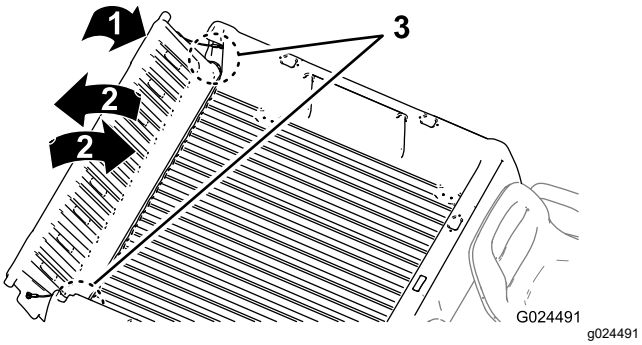

Figur 15
2. Vri baklemmen til ca. 45° vinkel (Figur 15).
3. Beveg baklemmen frem og tilbake flere ganger ved å riste den litt (Figur 15).